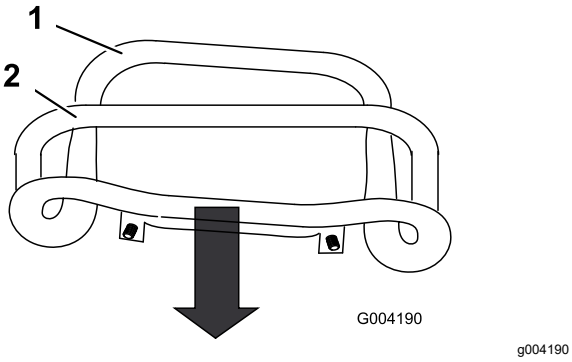

Figuur 55
3. Trek de tractiebediening recht naar achteren zodat de voorzijde ervan contact maakt met de referentiebalk (Figuur 55).